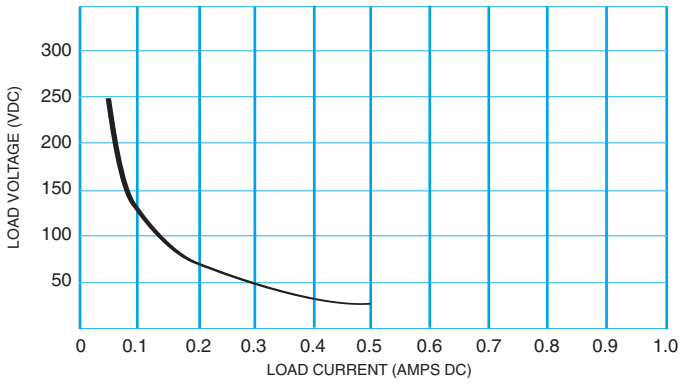

FIGURE 2
Contact Load Ratings (DC) (See Fig. 2 for other DC resistive voltage/current ratings)	Resistive: 0.5 Amp/28Vdc Inductive: 200 mA/28Vdc (320 mH) Lamp: 100 mA/28Vdc Low Level: 10 to 50 µA/10 to 50mV